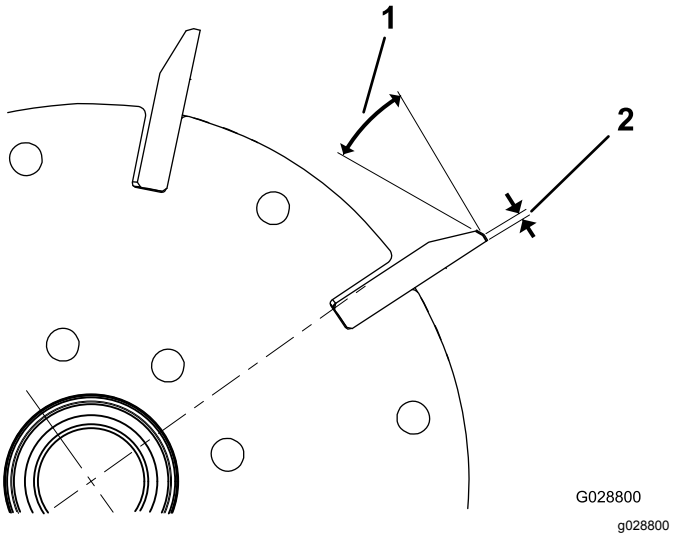
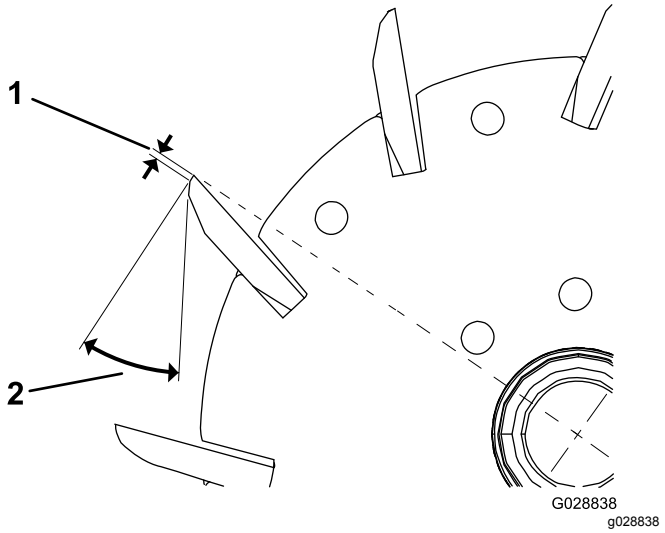

Figura 23
Figura 24
1. Afile todas las cuchillas con un rebajo de 30 grados hasta que la anchura de la superficie de incidencia sea de 1,3 mm (Figura 23 y Figura 24).